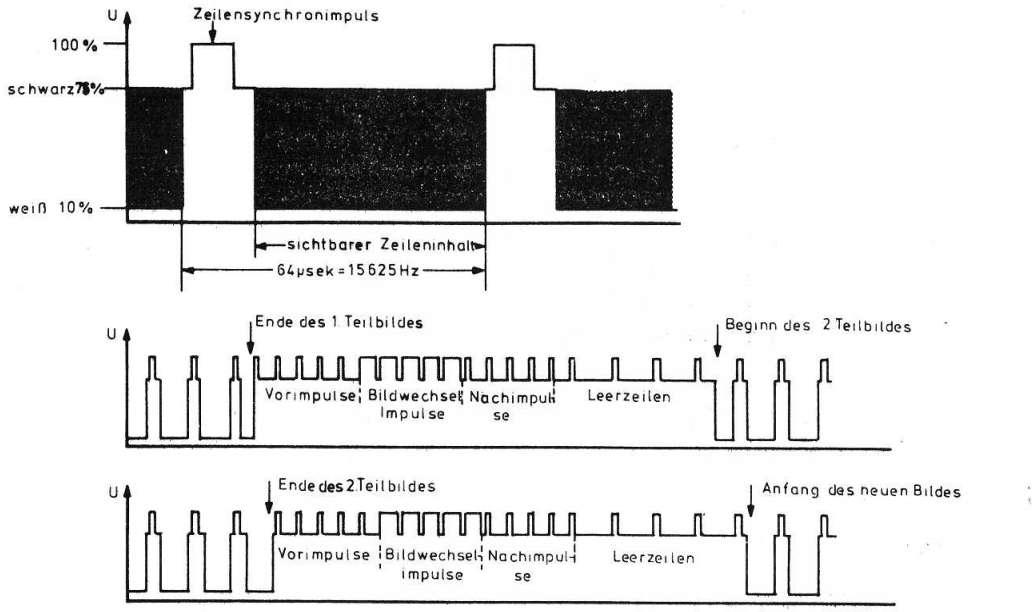

Abb. 164
C) Bild- und Zeilensynchronimpulse haben die besondere Form nach Abb. 164. Man erreicht dadurch einen guten Bildstand und kann die Gleichlaufzeichen leicht aus dem Frequenzgemisch heraussieben. Außerdem liegen die Spannungswerte des Bildinhalts für eine weiße Vorlage bei 10 % und für eine schwarze Vorlage bei 75 % der Gesamtspannung, wobei die Synchronimpulsamplitude der Bezugspegel 100 % ist.